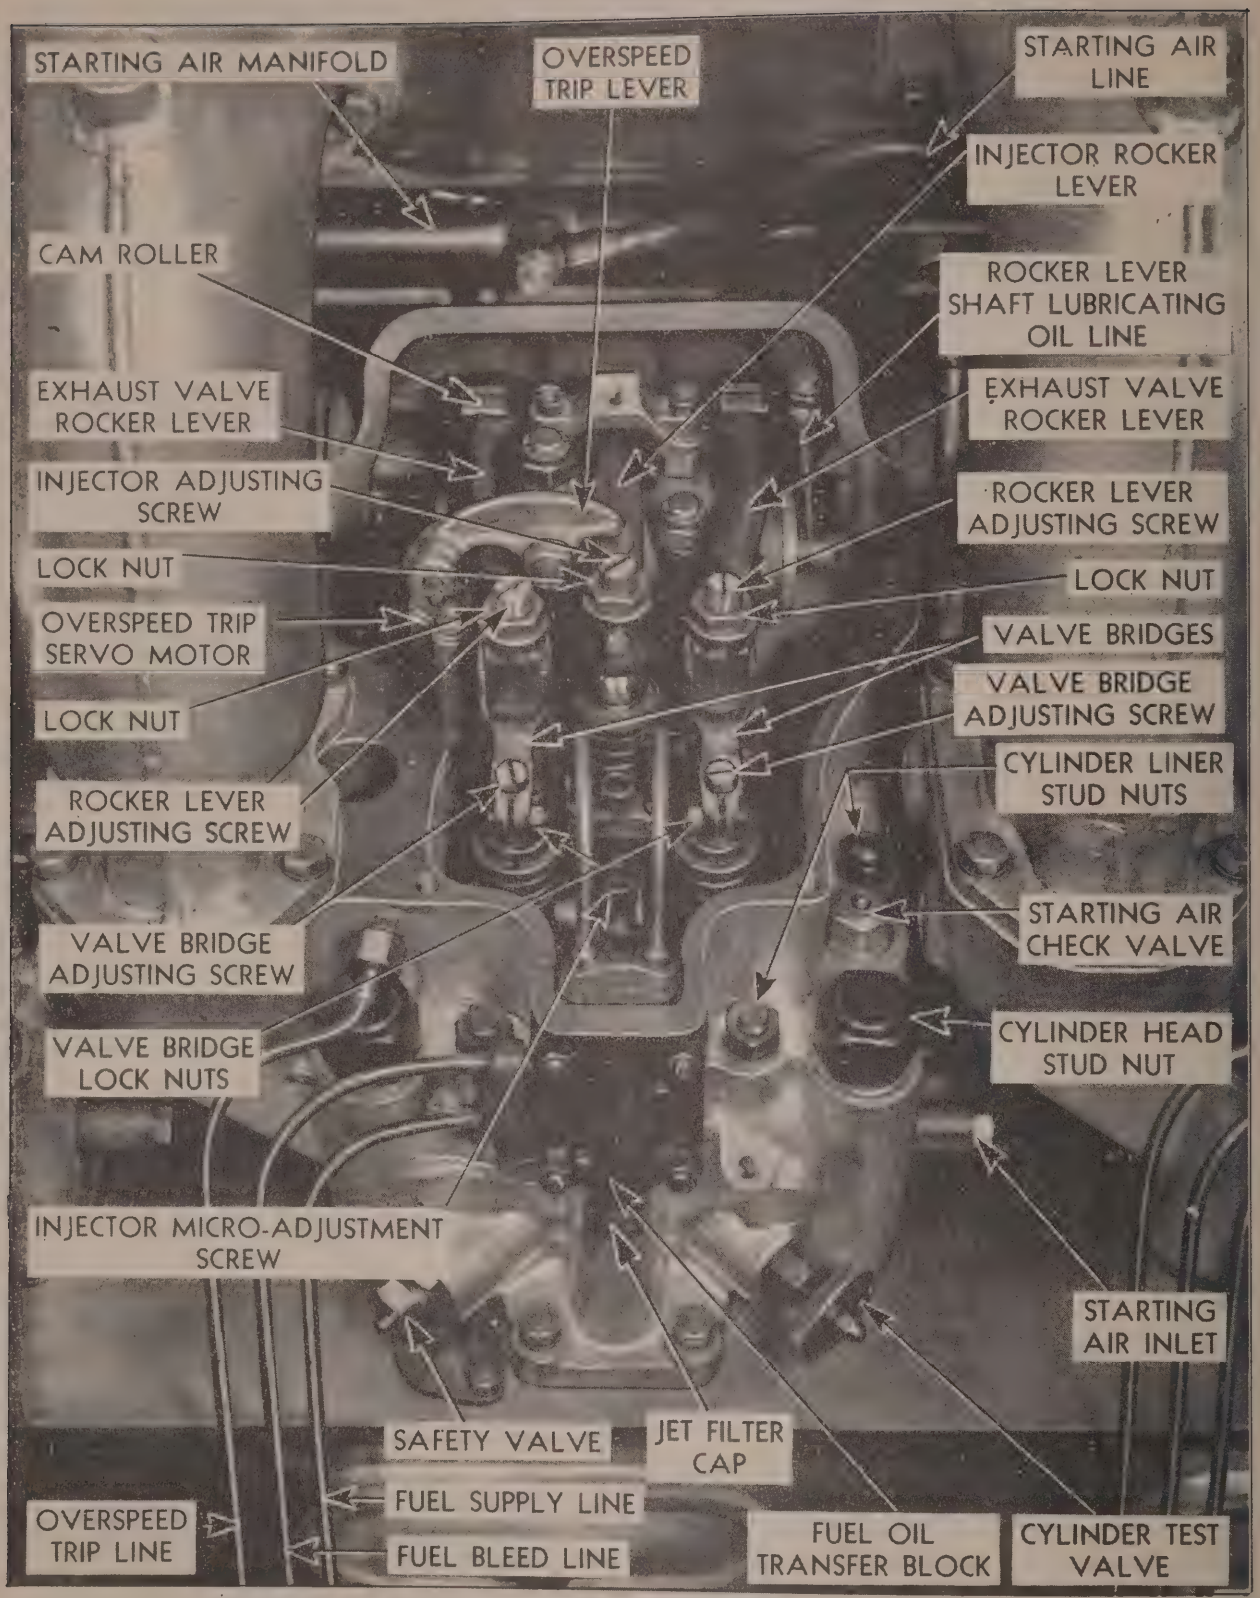

Fig. 2E
2. Remove the cylinder head covers, (Fig. 1J), exposing the injector micrometer adjusting screws, and set the adjusting screws midway in the range governed by the number of turns from full open to closed. (See Fig. 2E.)
13. Open cylinder test valves on side of cylinder heads. (See Fig. 2E.)
4. Measure the temperature of the exhaust from each cylinder with a pyrometer and compare the temperature with that of the other cylinders. The difference between any two cylinders should not exceed 50° F. at full load and speed. Increase or decrease the temperature of any cylinder by resetting the micrometer adjusting screw (see Fig. 2E) connected to each injector control rack. Turning the adjusting screw to the right injects less fuel and to the left, more fuel, at full speed and full load the exhaust temperature of any cylinder should not exceed 400° to 500° F.